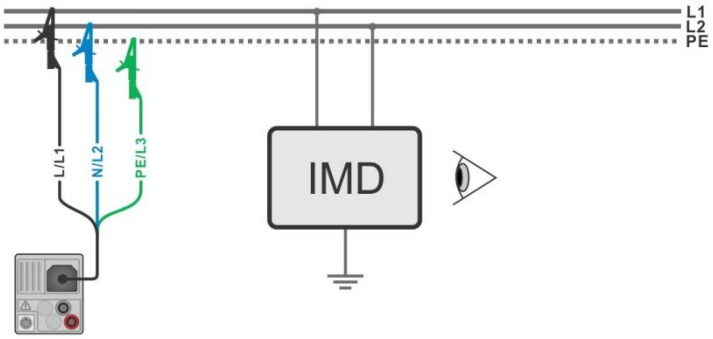

Figure 7.86: Connection with 3-wire test lead
- Connect test leads to the object under test, see ***Figure 7.86***.